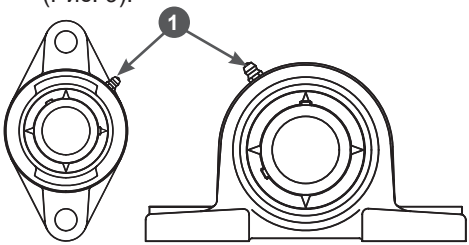

Рис. 9 Смазка подшипниковых узлов
3. Установите наконечник трубки шприца на пресс-маслёнку 1, расположенную на корпусе подшипникового узла (Рис. 9).